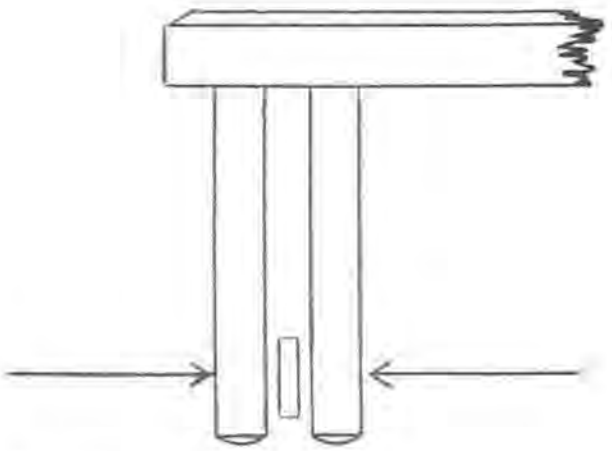

Figure 1
1. Close the regulator pins. (See Figure 1.)